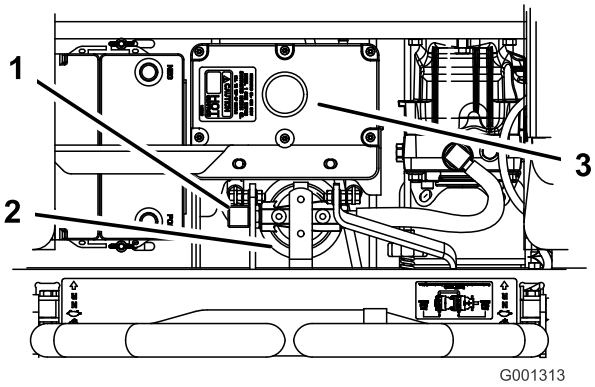

Figur 74
4. Fjern den højre hydraulikslang, der går ind i adapteren (Figur 74).
6. Monter højre hydraulikslange på adapteren (Figur 74).